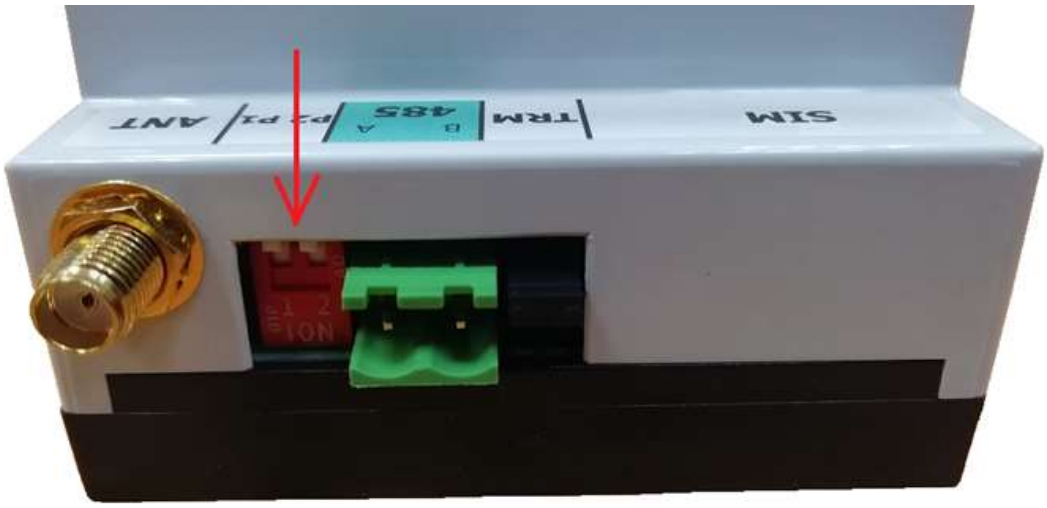

Рисунок 51 – Перевод движковых переключателей в положение ON
– сменить положение обоих движковых переключателей в зависимости от нужного режима работы (см. рисунок 51);